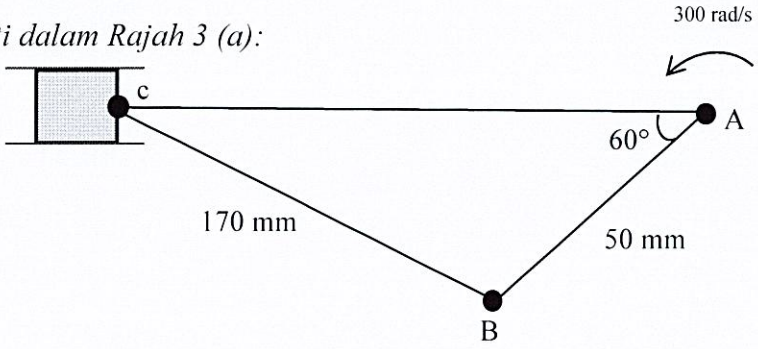

Figure 3(a) / *Rajah 3(a)*
CLO1 (a) A slider-crank mechanism, consisting of a crank, connecting rod, and piston, is shown in Figure 3(a). The crank rotates at a constant angular velocity of 300 rad/s in the counter-clockwise direction. Using the dimensions provided in Figure 3(a);
i. Convert the Figure 3(a) to a space diagram with a scale of 1cm: 25 mm